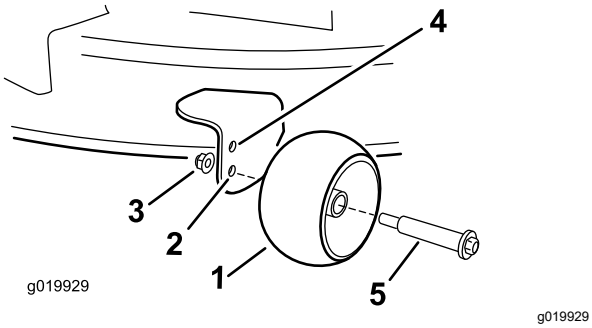

Figur 30
- Övre hålet – använd det här läget när klippdäcket är inställd på klipphöjder på 63 mm eller lägre (Figur 30).
- Nedre hålet – använd det här läget när klippdäcket är inställt på klipphöjder på 76 mm eller högre (Figur 30).